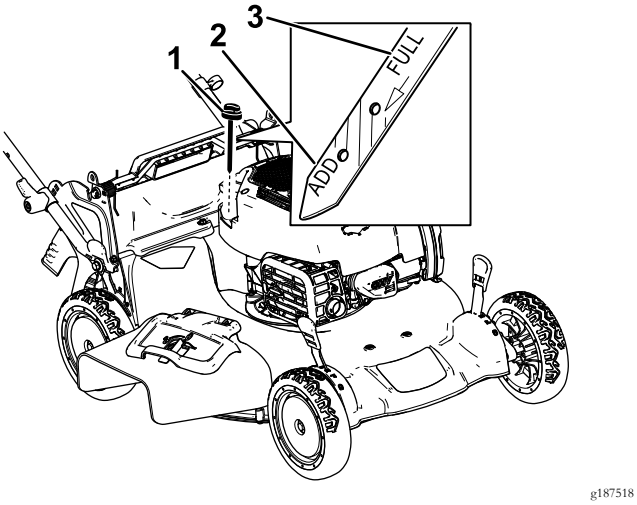

Рисунок 8
2. Извлеките щуп, повернув крышку против часовой стрелки и вытянув ее (Рисунок 8).
6. Определите уровень масла по отметкам на щупе (Рисунок 8).